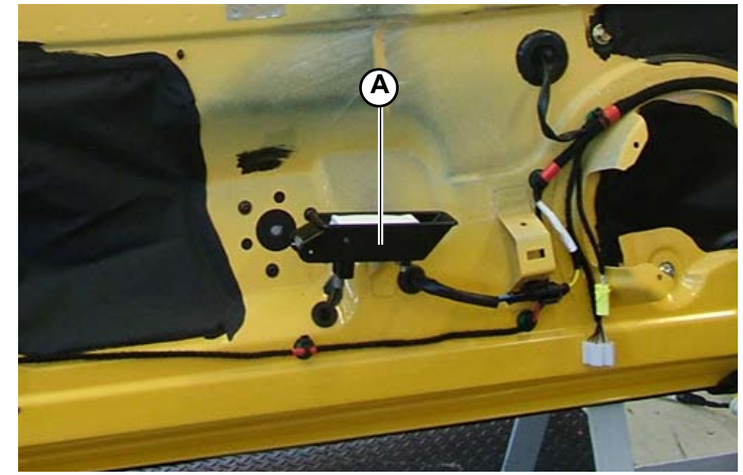

Fig.7
2. Tighten the screw (**A-Fig.7**) locking the handle.